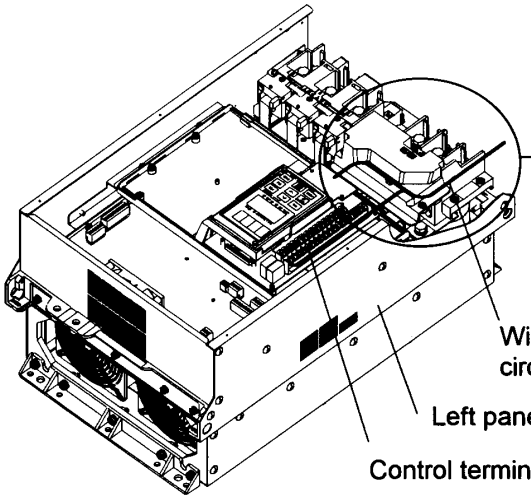

Fig. 2-3-12 The wiring route of the control circuit
① Pull out the control circuit wiring along the left panel as shown in Fig. 2-3-12.
② Secure the cable to cable binding hole A (on the left wall of the main circuit terminal block) using a cable-tie (e.g., Insulock). The cable-tie must not exceed 3.5 mm in width and 1.5 mm in thickness.
③ When the optional PC board is mounted, the signal lines must be secured to cable binding holeB.